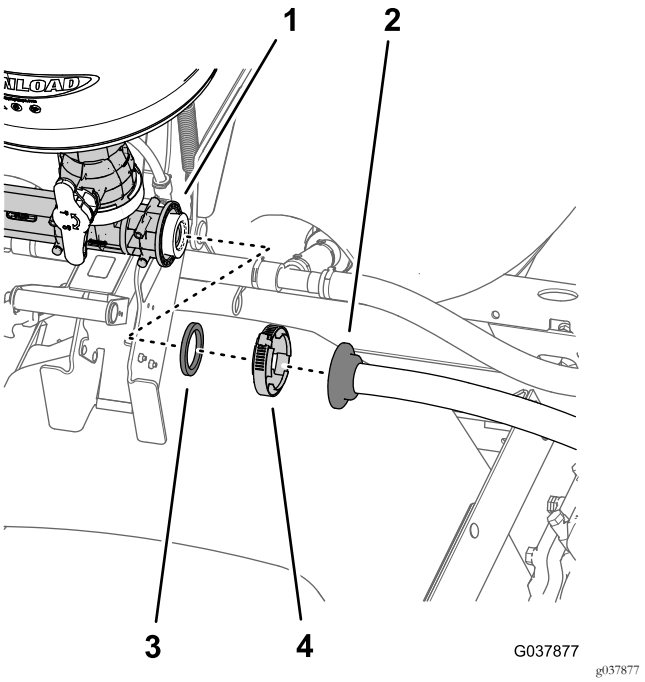

Figura 41
1. Retire la brida de fijación que sujeta el acoplamiento dentado recto de la manguera de alimentación del eyector a la brida de entrada del eyector (Figura 41).
2. Desconecte el acoplamiento dentado recto del eyector y retire la junta (Figura 41).